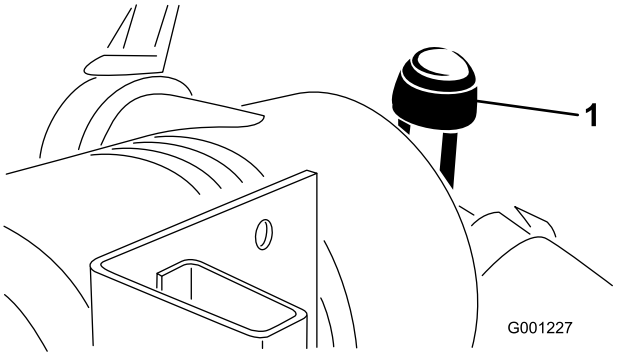

Figur 46
- Efterse luftfilteret, når advarselslampen for luftfilter (Figur 46) lyser rødt eller for hver 450 timer (hyppigere under ekstremt støvede eller snavsede forhold). Udfør ikke for mange serviceeftersyn på luftfilteret.
9. Nulstil advarselslampen (Figur 46), hvis den lyser rødt.